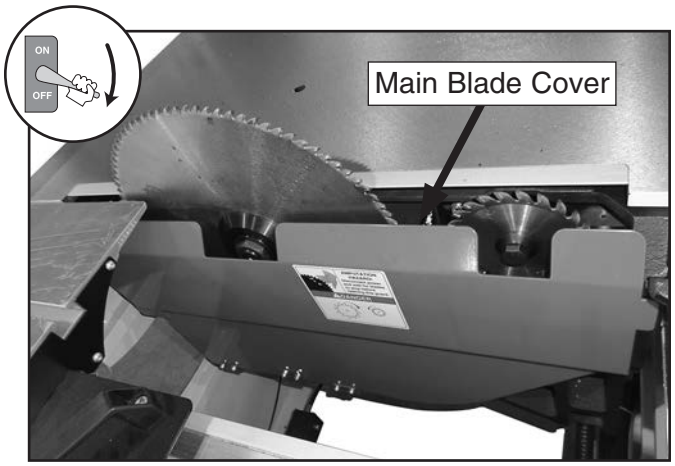

Figure 87. Main blade cover in closed position.
5. Pull blade cover away from blade to disengage magnetic catches (see **Figure 87**).